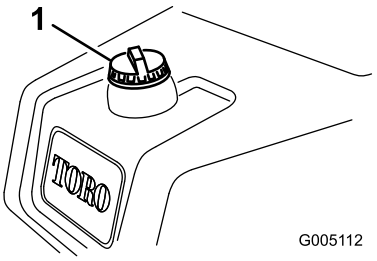

Figur 26
1. Rengør området omkring brændstofdækslet, og afmonter det (Figur 26).